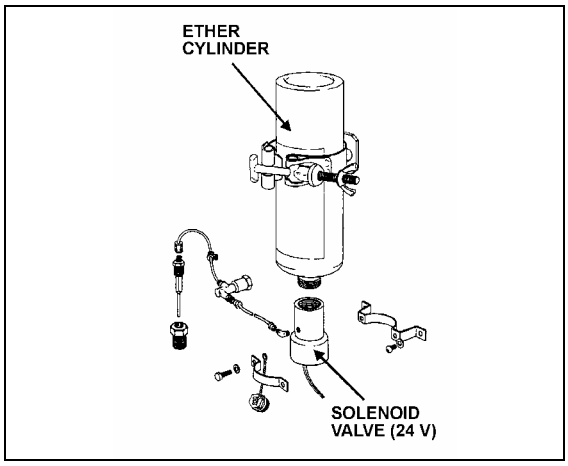

FIGURE 18: COLD STARTING AID 23048
1. Check cylinder for hand tightness and fuel supply (Fig. 18). Empty cylinder weight is approximately 17 oz (480 g); full cylinder weight is approximately 35 oz (990 g). If cylinder is empty, replace it. Before replacing cylinder, install new valve gasket in solenoid valve.